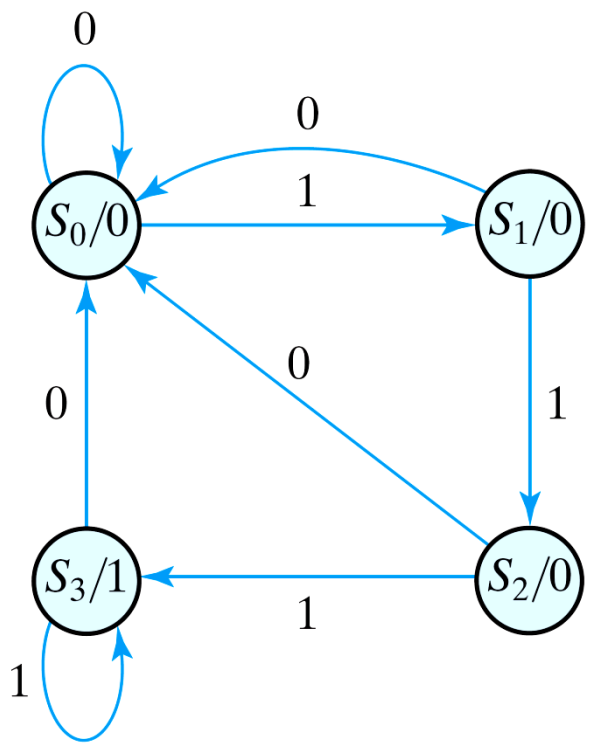

Fig. 5.27 State diagram for sequence detector
- The state diagram and state table of the sequence detector are shown in Fig. 5.27 and Table 5.11